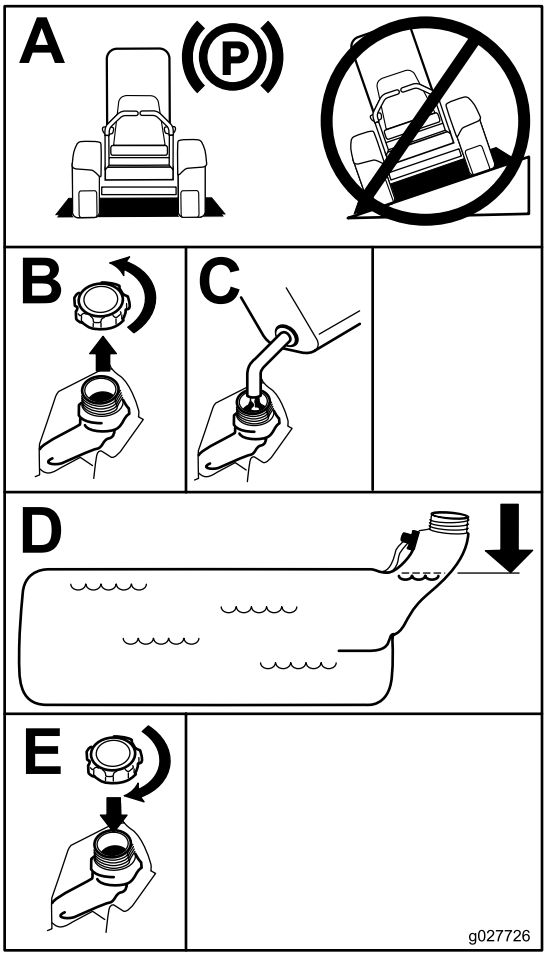

Figur 7
3. Rengør området omkring brændstofdækslet og afmonter det. Fyld almindelig blyfri benzin i brændstoftanken, indtil niveauet er 6 til 13 mm under bunden af påfyldningsstudsen. Dette giver benzinen i brændstoftanken plads til at udvide sig. Fyld ikke brændstoftanken helt op. Se (Figur 7).